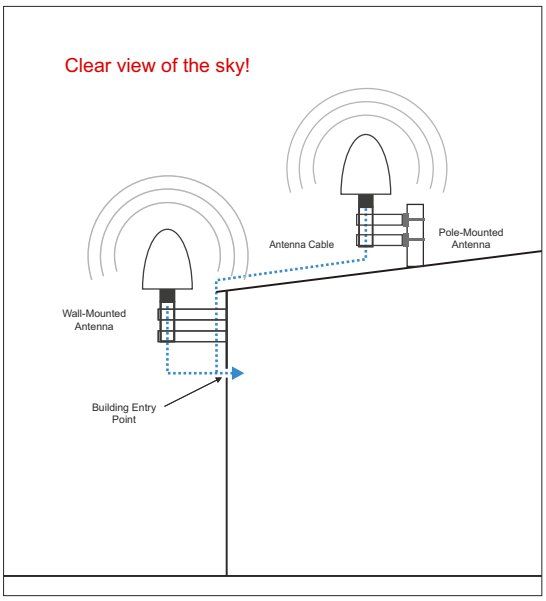

Fig. 1: Ideal Positioning
To avoid difficulties with synchronization of your Meinberg time server, select a location that allows for an unobstructed view of the sky (fig. 1) so as to ensure that enough satellites can be found.
To ensure that your antenna has the best 360° view possible, Meinberg recommends mounting the antenna on a roof on a suitable metal pole (see Fig. 1, antenna illustration on right). If this is not possible, the antenna may be mounted on the wall of a building, but must be high enough above the edge of the roof (see Fig. 1, antenna illustration on left).
- Vertical installation of antenna (see Fig. 1)